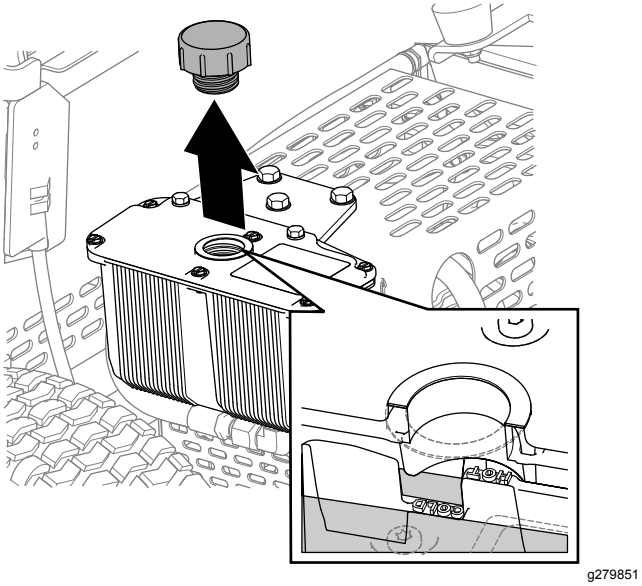

**Figuur 35**
3. Verwijder de dop en controleer het vloeistofpeil in het reservoir (Figuur 35).